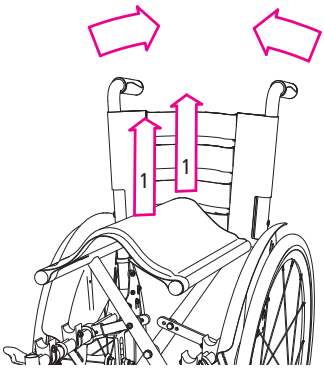

fig. 5
2. Afferrare ora il cuscino del sedile al centro – davanti e dietro – e tirarlo vero l'alto (1, fig. 5). La sedia a rotelle si richiude da sola.